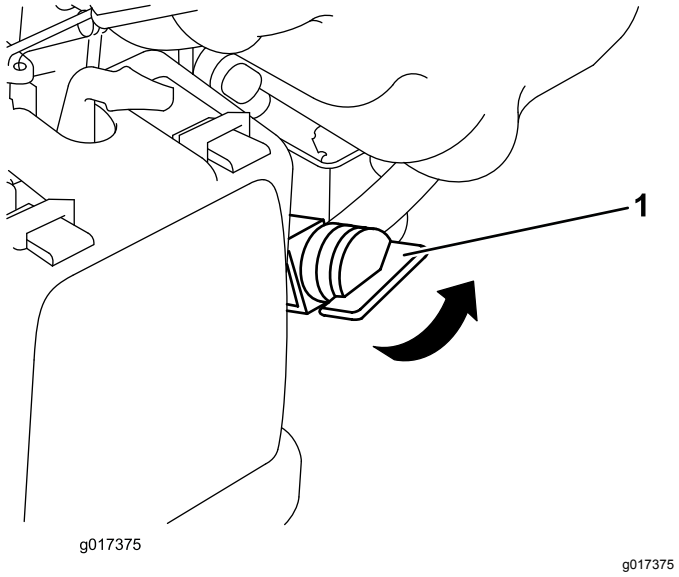

Figur 12
2. Drej brændstofventilen til positionen ON (Figur 12).